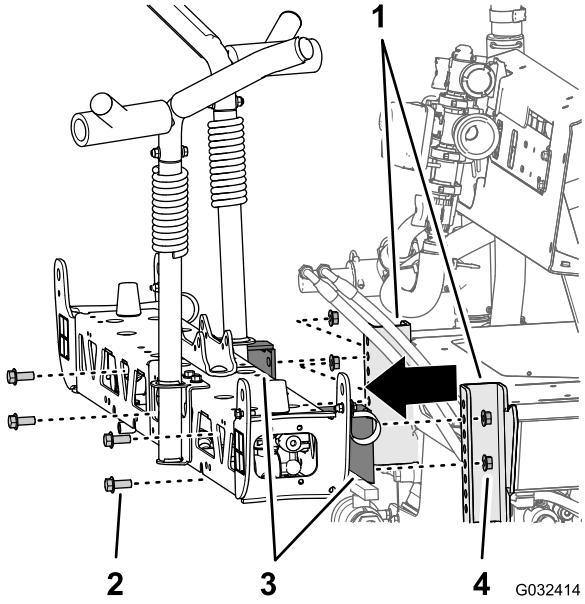

**Figur 69**
4. Afmonter de 4 flangehovedbolte (1/2 x 1-1/4 tomme) og 4 flangelåsemøtrikker (1/2 tomme), der fastgør midterbomsektionens støttebeslag til monteringskanalen på sprøjtemaskinens stel, og afmonter midterbomsektionen fra maskinen (Figur 69).